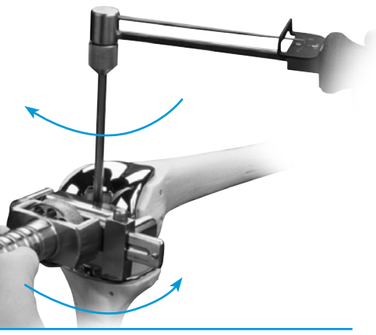

Fig. 70
- While using the Spanner Wrench to apply a counter rotation force, use the torque wrench to apply 130 in-lbs of torque until the needle reaches the appropriate mark **(Figs. 70 and 71)**.